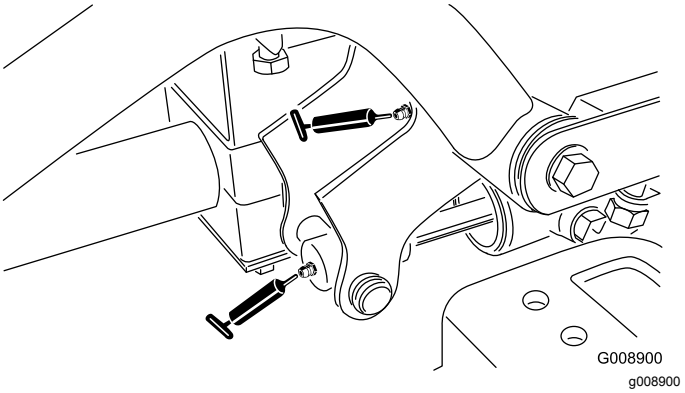

Figur 55
- Høyre fremre løftearmstapp og løftesylinder (2) (Figur 55)